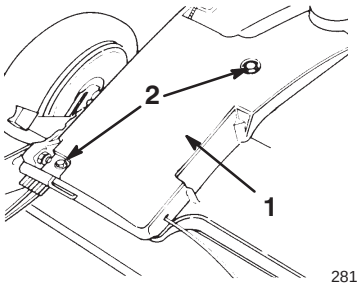

Bild 30
2. Entfernen Sie die Schrauben, mit denen die Riemenabdeckung (Bild 30) am Schneidwerk abgesichert wird.